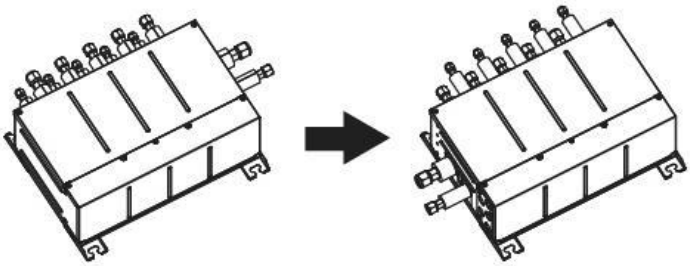

Fig. 4-5
4.1. Il est possible de modifier la direction des tuyaux (Fig. 4-5)